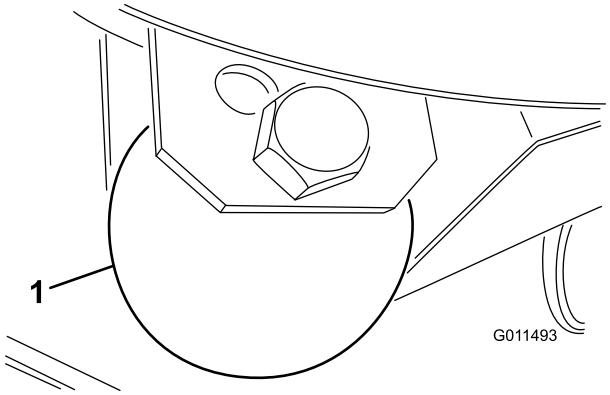

図 26
1. ゲージホイールをデッキのブラケットに固定しているボルトとナットを取り外す図 26。